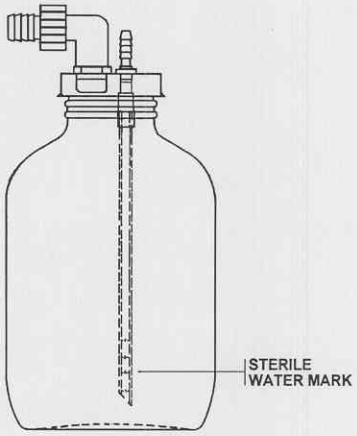

Figure 2-5. Water seal.
f. Pour sterile water into the patient bottle until it reaches the 2-cm mark on the graduated water seal tubes as illustrated in figure 2-5.